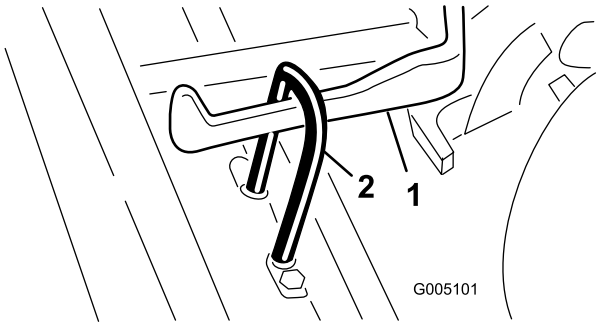

Figur 8
3. Skyd klippeenheden ind under trækrammen, samtidig med at du fastgør løftekrogen på løftearmen (Figur 8).